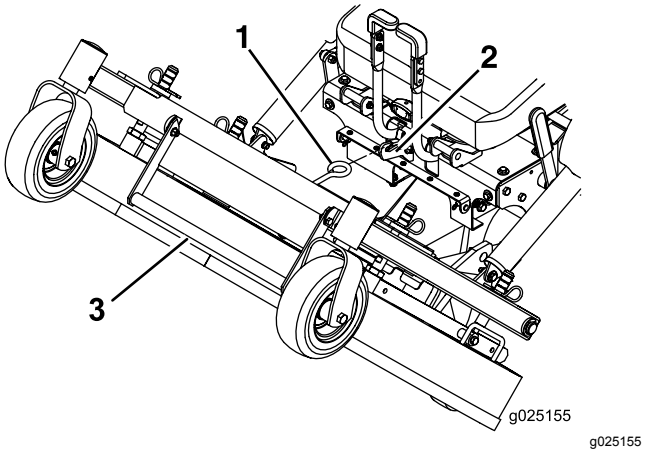

Figur 9
4. Lyft upp klippdäcket med däcklyfthandtaget och fäst det i upphöjt läge (spärrhaken sitter mitt framför sätet) enligt Figur 9.
1. Håll ett fast tag i däcklyfthandtaget, haka loss klippdäckets spärrhake från maskinen och sänk långsamt ned klippdäcket till marken (Figur 9).